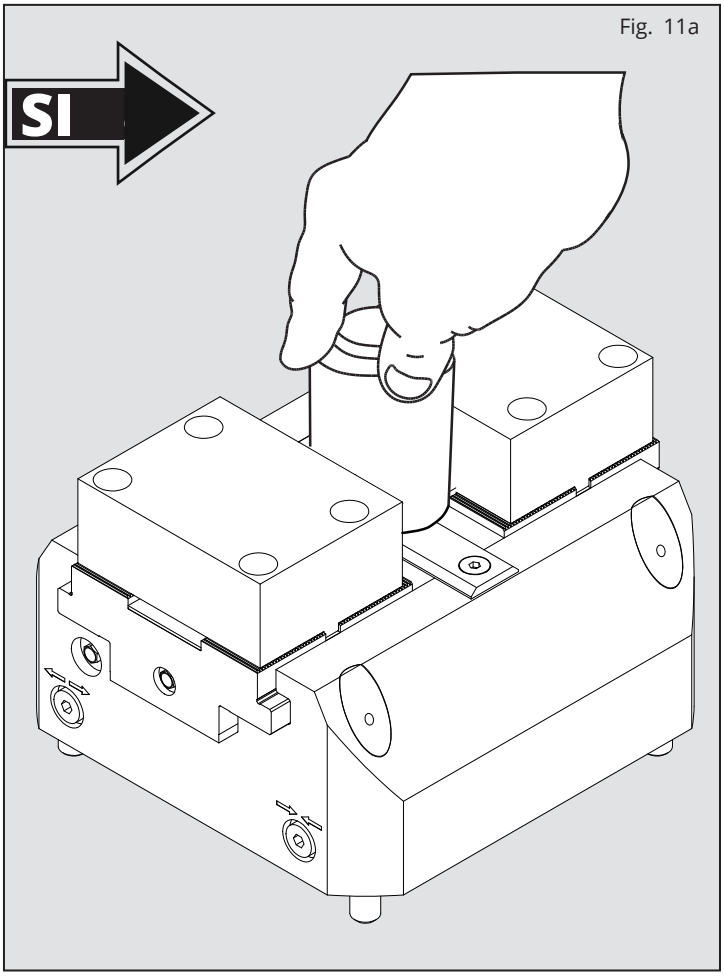

Fig. 11a
3.4.1 Il pezzo rimane nella corretta posizione (Fig.11a): (tipicamente dispositivo montato con asse verticale)